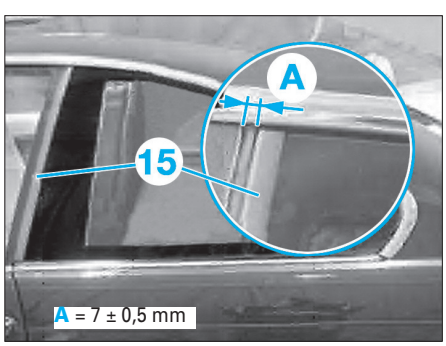

Fig. 121
• La vitre doit se trouver à la cote (A) en étant parallèle au cache (15) **(Fig.121)**.